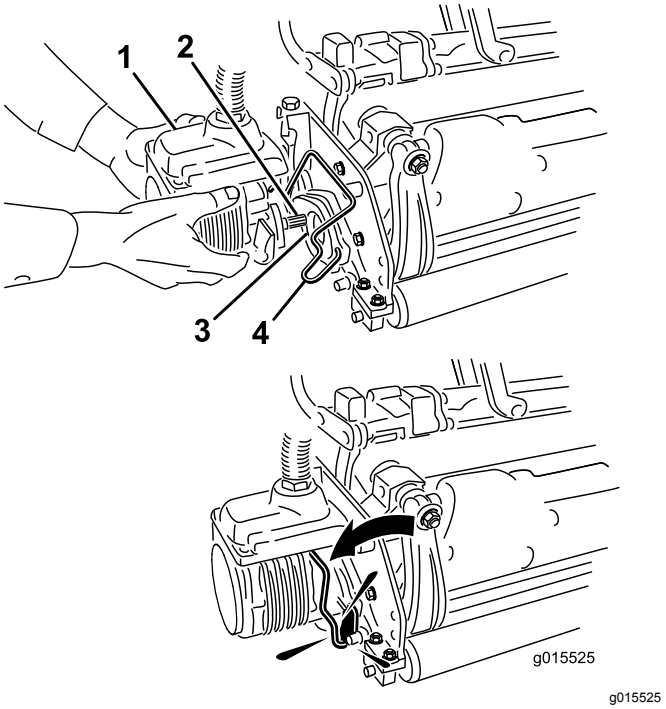

Figur 38
6. Kom rent smørefedt på notakslen på klippeenhedens motor (Figur 38).
7. Sæt motoren ind i klippeenhedens venstre side (set fra førersædet) og træk motorens holdestang på klippeenheden i motorens retning, indtil du hører et ”klik” fra begge sider af motoren (Figur 38).